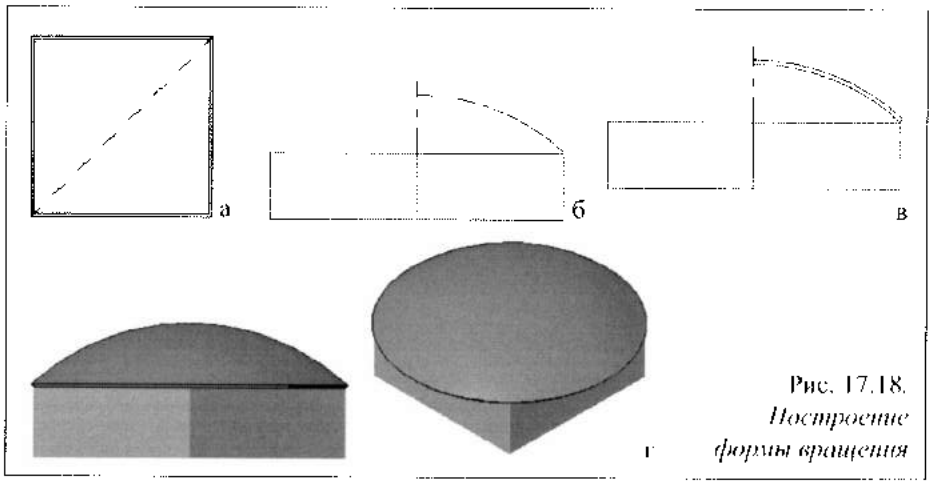

Рис. 17.18. *Построение формы вращения*
и нарисовать по диагонали контура стен опорную плоскость, необходимую для создания эскиза формы вращения (рис. 17.18,а).
c. На ленте в разделе **Draw** выбрать **Start-End-Radius Arc** (Дуга по концевым точкам и радиусу) и построить дугу, используя в качестве концевых точек угловые точки на контуре стен. Затем показать высоту дуги. После этого концевую точку переместить на ось вращения (рис. 17.18,б);
e. На ленте в разделе **Draw** нажать кнопку **Line** (Отрезок). Ввести в строке параметров в поле **Offset** (Смещение) значение 0 и соединить обе дуги отрезками (рис. 17.18,в);
f. На ленте в разделе **Revolve** (Вращать) нажать **Finish Revolve** (Завершить вращение). Будет построена форма вращения (рис. 17.18,г).